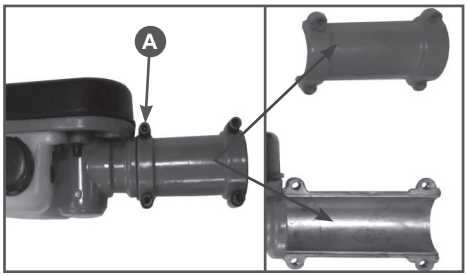

Рис. 2 Снятие крышки редуктора
1. Открутите четыре винта А и снимите крышку с редуктора (Рис. 2).